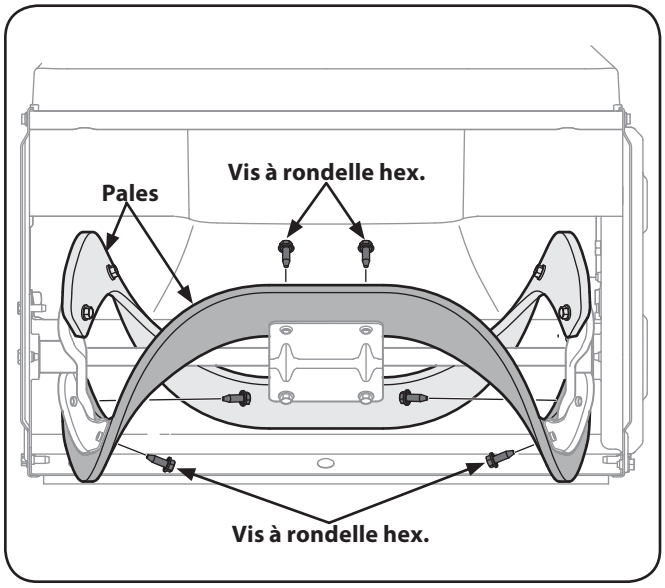

Figure 7-4
1. Pour démonter les pales, enlevez les vis à rondelle hex. qui les maintiennent sur la tarière. Voir la Fig. 7-4.